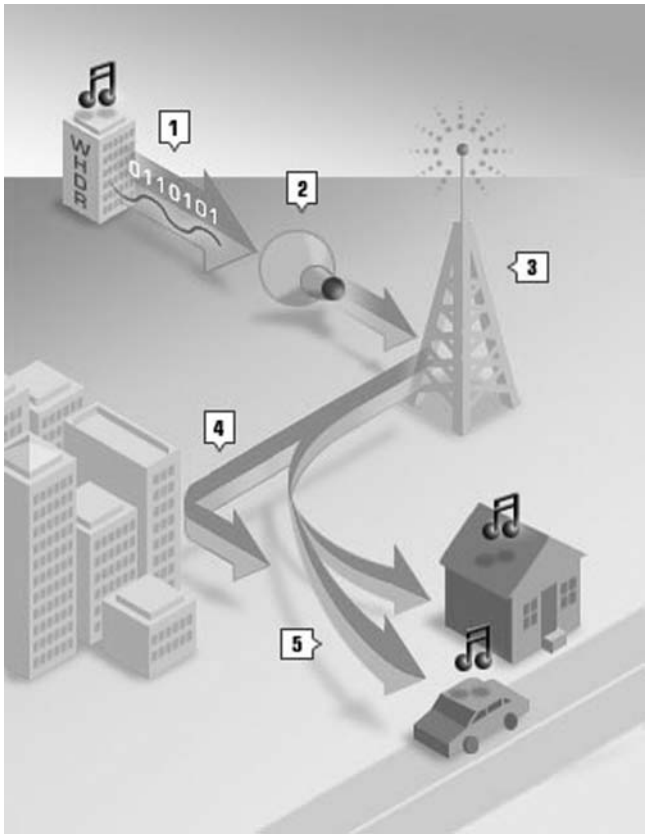

FIGURE 11.11 How HD Radio Works. (Image courtesy of iBiquity Digital Corporation.)
Figure 11.11 shows how HD radio works. The analog signal is sandwiched between digital information (1) and along with the audio program, text (such as artist and song information) can be transmitted. Once the digital signal layer is compressed (2) using iBiquity's HDC compression technology, the combined signal is transmitted (3) on the station's regular frequency. HD radio receivers will pick up the digital signal and older, analog radios will receive the